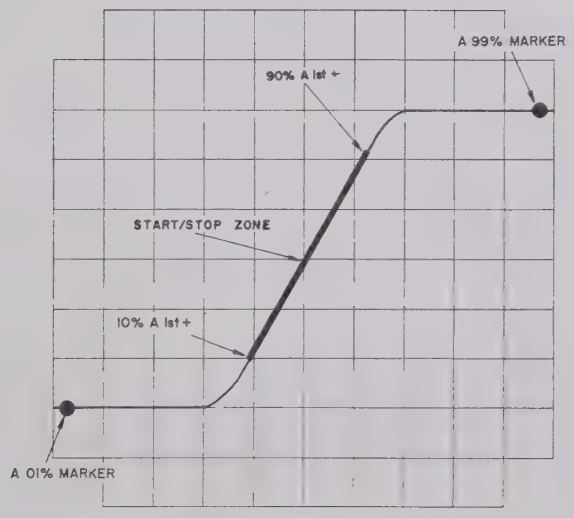

Figure 2-6 Risetime Measurement
(1) MEAS MODE to CONTINUOUS
(2) VERT POS and TRIG controls to PRESET
(3) A and B probes connected to appropriate signal output points. A probe No. 00 and B probe No. 10 are assumed.
(4) Trigger connected from signal source to System 1010 and TRIG POLARITY set to appropriate position. In general an attenuator is desirable in the trigger cable to minimize the interaction of reflections from the trigger input connector and the source. In any event the trigger level reaching the System 1010 should be at least 300 mV.
b. Risetime Measurement. To make a risetime measurement on the A channel signal, use the following procedure. When working with 50 ohm systems, include a good 50 ohm termination at the probe input. Refer to Figure 2-6.
(1) Enter RA1850T2